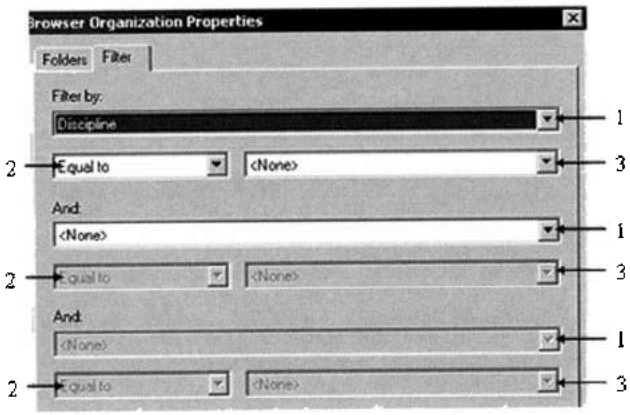

Рис. 2.17. *Настройка фильтра*
4. На вкладке **Filter** (Фильтр) (рис. 2.17) настроить трехместную логическую функцию «AND». Согласно этой функции вид будет отображаться в Навигаторе проекта при выполнении сразу трех условий, включающих: имя переменной, выбираемое в списках **Filter by** (для первой переменной) и **And** (для второй и третьей переменной); оператор присваивания: *Equal to* (Равно) или *Not Equal* to (Не равно); значение, которое присваивается переменной, выбранной в соответствующем списке **Filter by** или **And.**